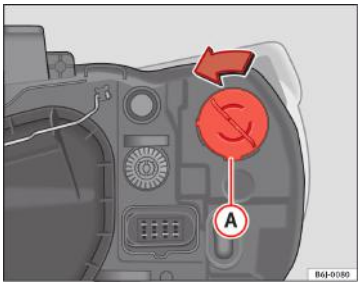

Fig. 152 Lampa simplă de semnalizare a schimbării direcției
– Rotiți soclul lămpii ⇒fig. 152 Ⓐ în sens antiorar şi trageți-l în afară.